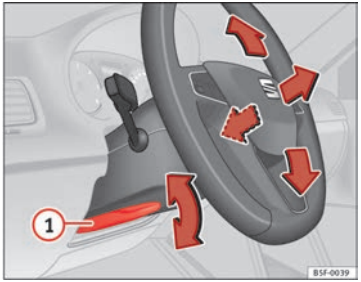

Fig. 89 Lever in the lower left side of the steering column
– Press the lever (1) ⇒ Fig. 89 down ⇒ ⚠